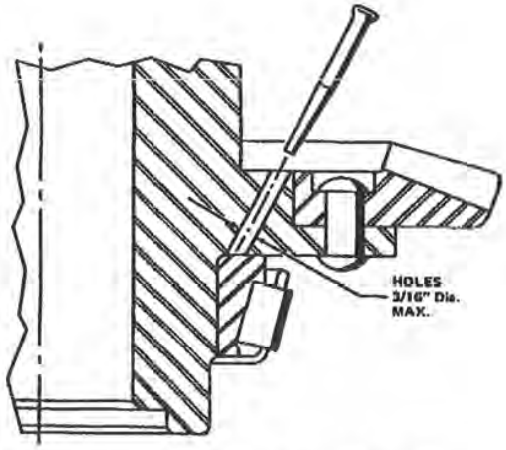

FIGURE 6 – Gear Side Bearing Removal
If gear side Bearing (26) is to be salvaged and reused (because of a replacement of ring gear or output sleeve), it must be gently tapped off sleeve with a flat punch after drilling several opposing holes (max. 3/16" dia.) in flange of output sleeve as shown in Figure 6. When enough clearance is obtained between bearing and output sleeve, insert a bearing puller and complete bearing removal. It is a good practice to remove the gear side bearing from the output sleeve if Ring Gear (27) has to be replaced because the bearing could easily be contaminated with metal fragments when ring gear rivets are removed.